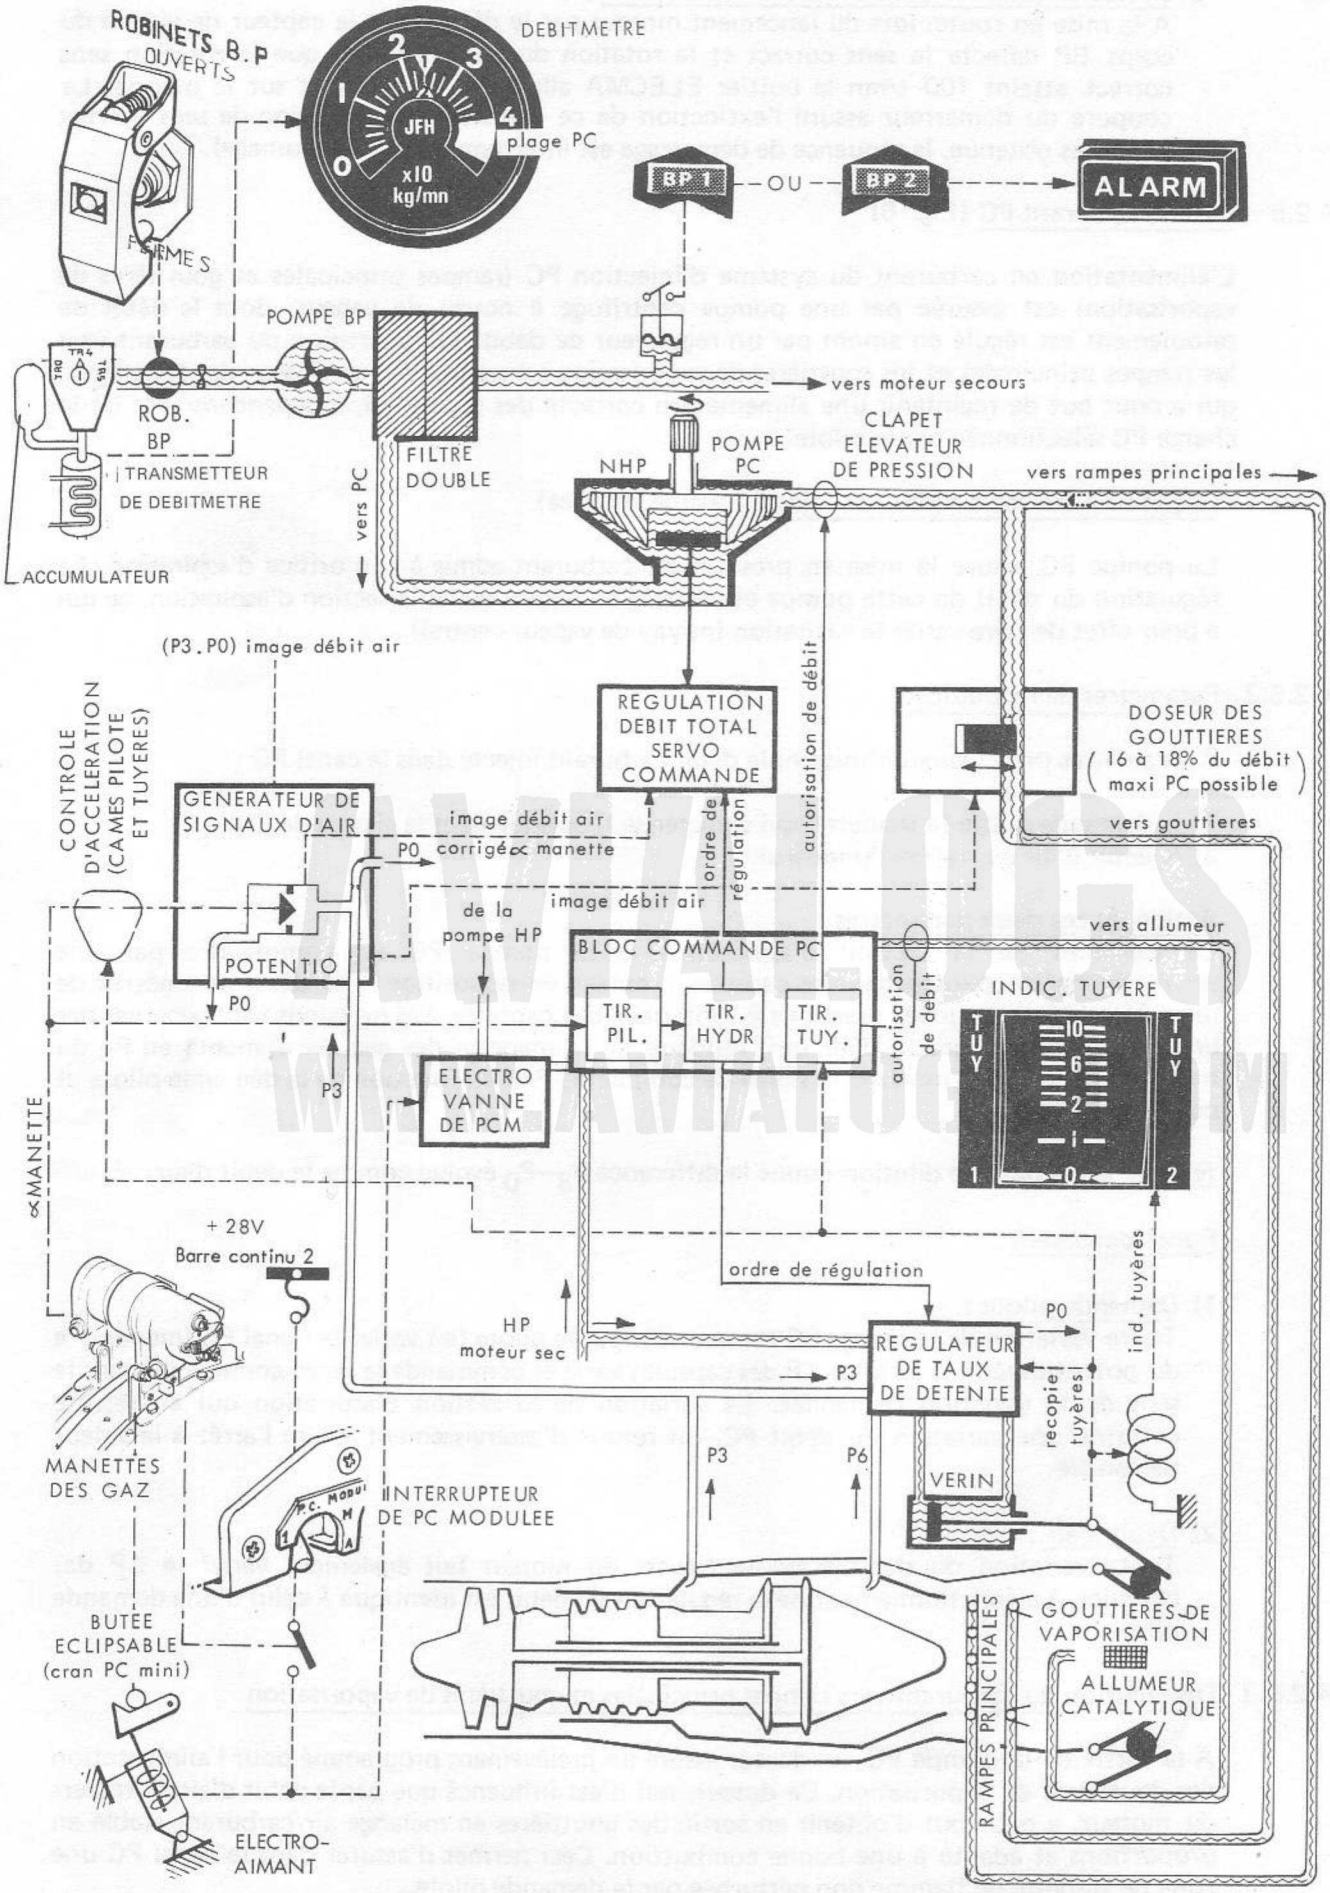

FIGURE 6 - PRINCIPE DE LA REGULATION CARBURANT PC
4.2.6 - Circuit carburant PC (Fig. 6)
L'électrovanne de PC modulée (Fig. 6) est alimentée en carburant par la pompe HP. L'ouverture de l'électrovanne n'est possible que si l'interrupteur de PC modulée est sur «M» (marche).